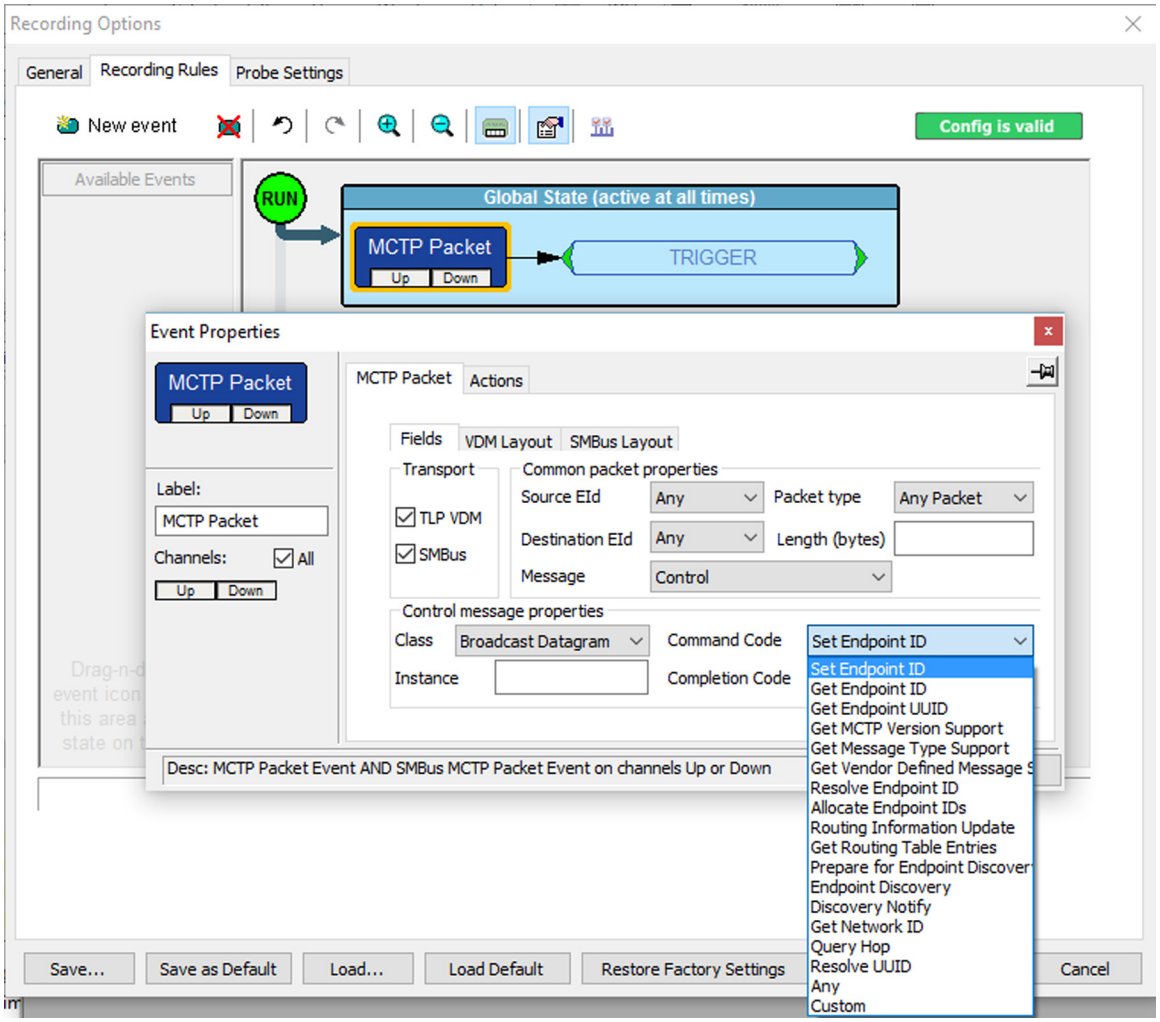

Figure 5.89: MCTP Packet -> Message: Control: Command Codes
- Command Codes (see Figure 5.89)